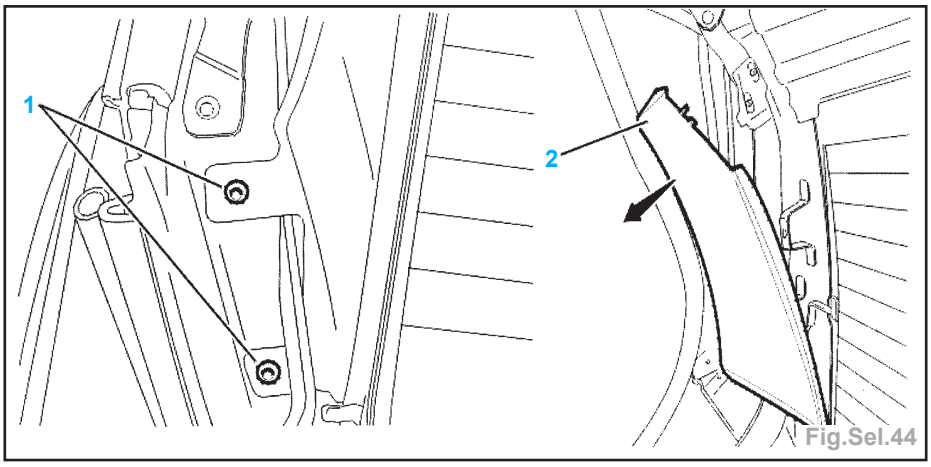

Fig.Sel.44
- déposer les agrafes de maintien (1) et la garniture (2) (Fig.Sel.44).